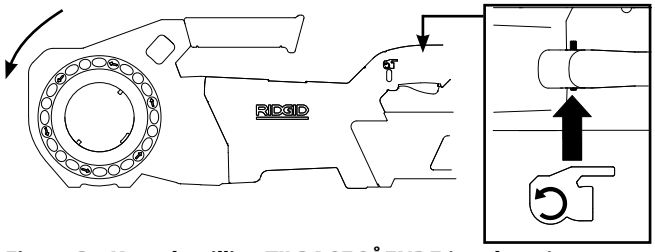

Figur 5B – Kontaktstilling TILBAGEGÅENDE (mod uret)
- Gentag proceduren for tilbagegående funktion *(se Figur 5B)*. Anvend ikke det elektriske rørdrev, før det er blevet repareret, hvis det ikke roterer i den korrekte retning eller tænd/sluk-kontakten ikke styrer værktøjets funktion.